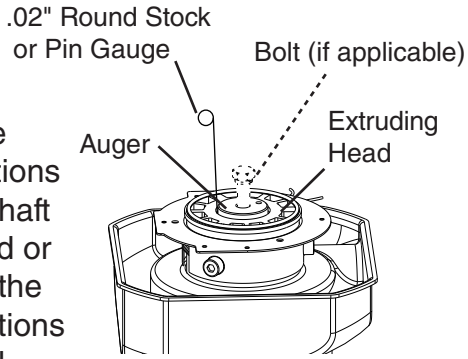

Fig. 12
5) Replace the bolt in the auger (if applicable). See Fig. 12. Move the auger towards you and then try to insert a .02" round stock or pin gauge in between the back side of the auger shaft and the bearing surface. Check several locations around the auger shaft. If the gauge goes between the shaft and the bearing at any point or if the bearing is scratched or cracked, both the top bearing in the extruding head and the lower bearing in the housing should be replaced. Instructions for removing the extruding head and housing are located later in this procedure.